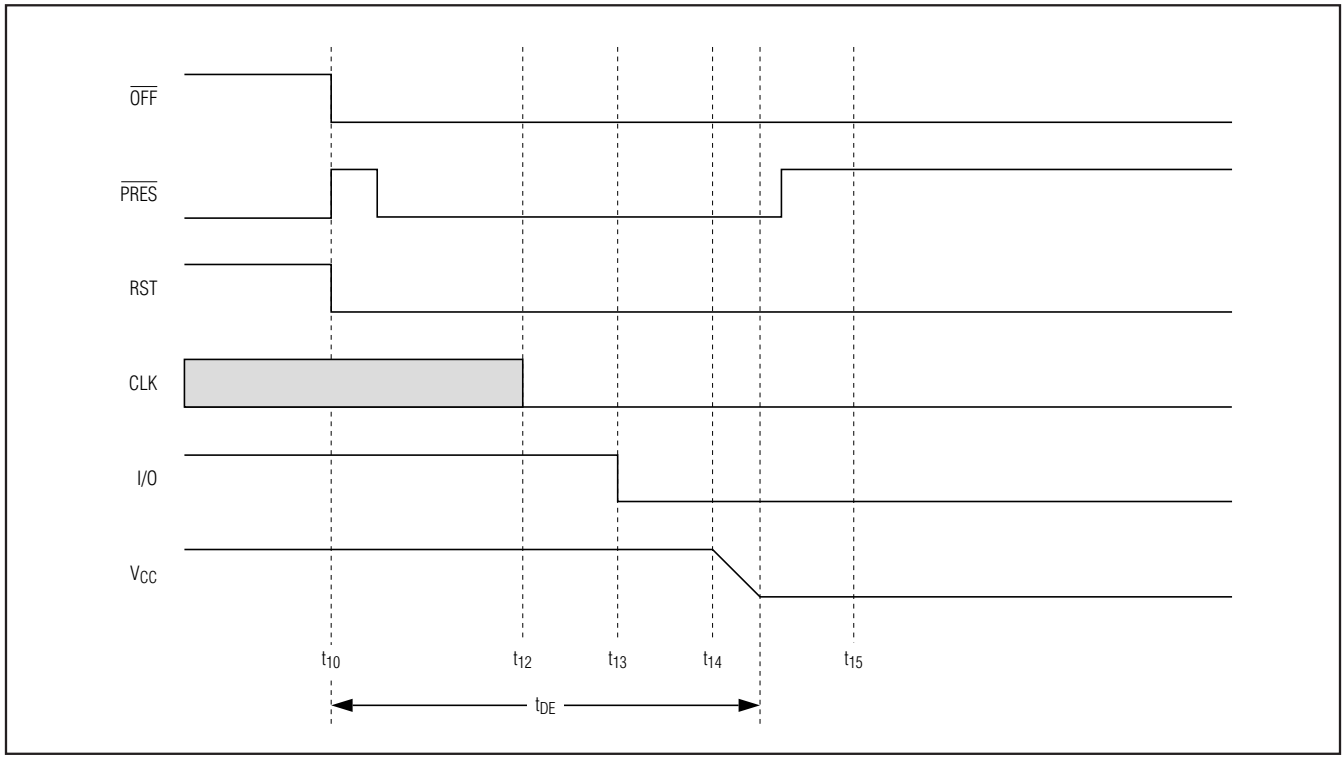

Figure 7. Emergency Deactivation Sequence (Card Extraction)
The DS8023 crystal oscillator runs when the device is powered up. If the crystal oscillator is used or the clock pulse on pin XTAL1 is permanent, the clock pulse is applied to the card at time t_4 (see Figures 7 and 8). If the signal applied to XTAL1 is controlled by the host microcontroller, the clock pulse is applied to the card when it is sent by the system microcontroller (after completion of the activation sequence).
- **Within a Card Session ($\overline{CMDVCC}$ Low).** Output $\overline{OFF}$ goes low when a fault condition is detected, and an emergency deactivation is performed automatically (Figure 7). When the system controller resets $\overline{CMDVCC}$ to high, it may sense the $\overline{OFF}$ level again after completing the deactivation sequence. This distinguishes between a card extraction and a hardware problem ($\overline{OFF}$ goes high again if a card is present).